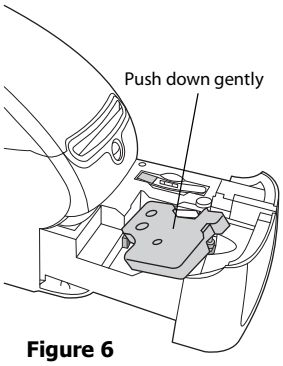

Figure 6
3. Insert the cassette and press firmly until the cassette clicks into place. Make sure label and ribbon are positioned correctly. See Figure 6.